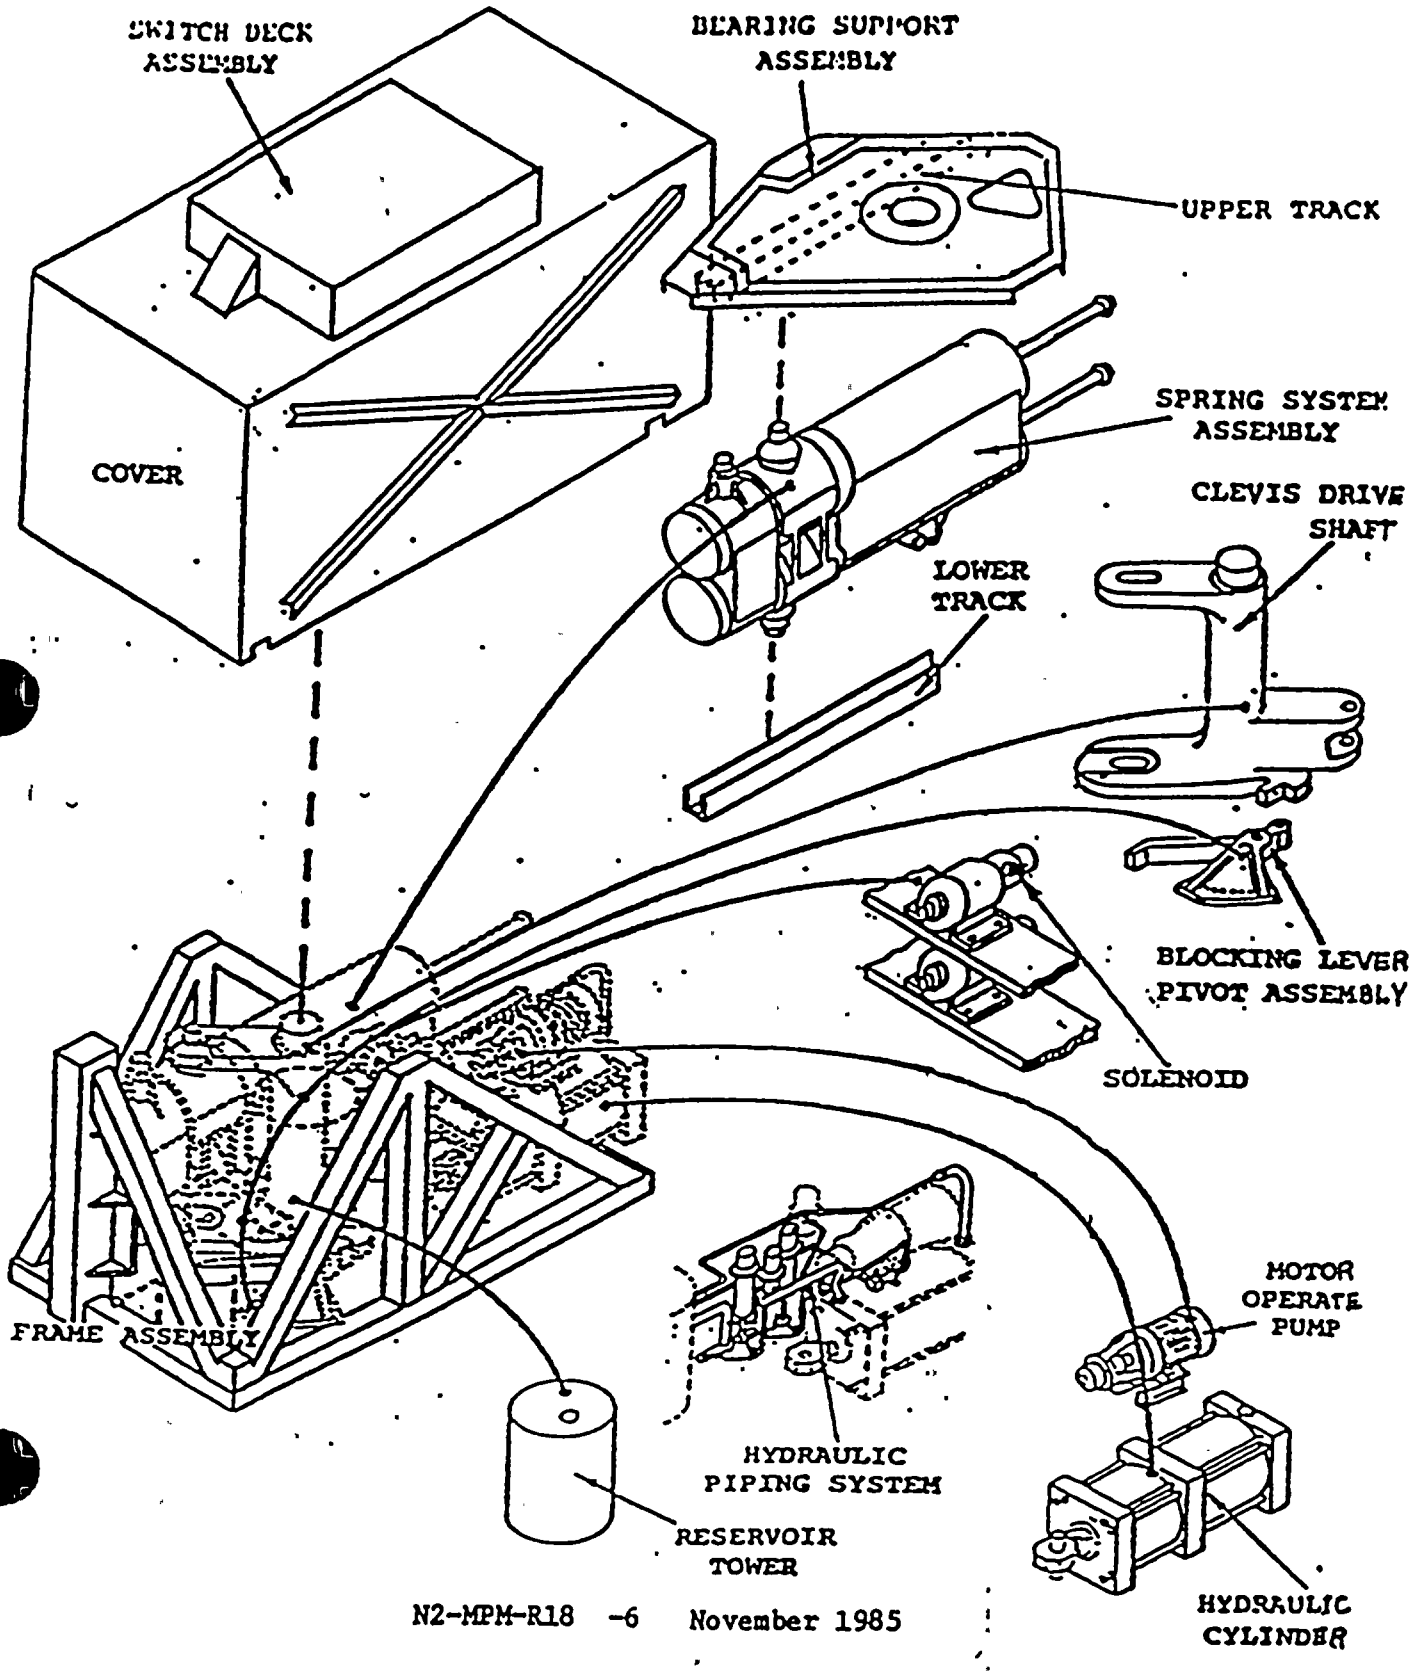

FIGURE 10.1.2
7.3 Valve Inspection (Figure 10.1.2)